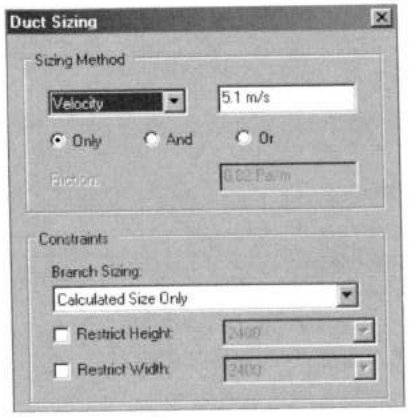

Рис. 40.11. *Подстройка размеров воздуховода*
1. Выделить воздуховод/трубопровод и на ленте Modify **Duct/Pipe** открыть в разделе Analyze кнопкой **Sizing** (Определение размеров воздуховодов/труб) бокс **Duct/Pipe Sizing** (Определение размеров воздуховодов/труб (рис. 40.11).